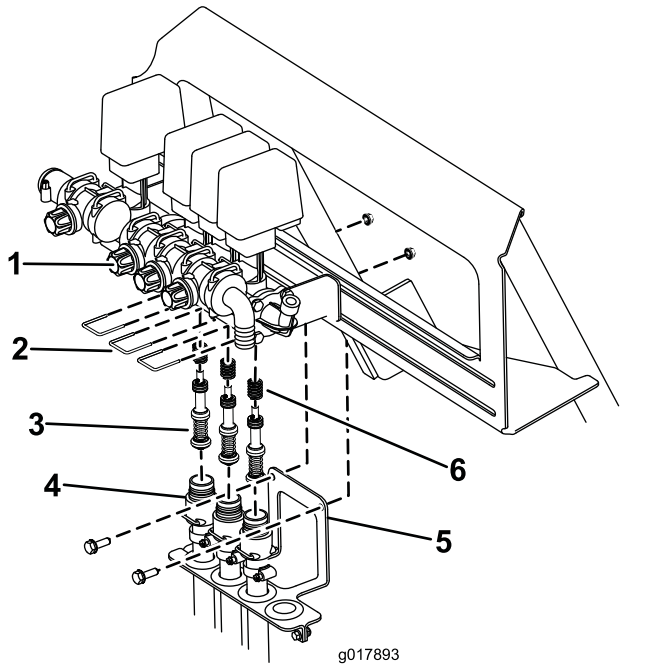

Figura 69
B. Retire las 3 horquillas que sujetan los asientos de las válvulas al conjunto de las válvulas (Figura 69).
C. Retire los 2 tornillos y las 2 tuercas que sujetan el soporte de las mangueras al bastidor del fumigador (Figura 69). Baje las mangueras del conjunto de las válvulas.
D. Usando una llave Allen de 3 mm, retire los tornillos que sujetan los pistones en el conjunto de las válvulas. Asegúrese de guardar los muelles de la válvula (Figura 69).